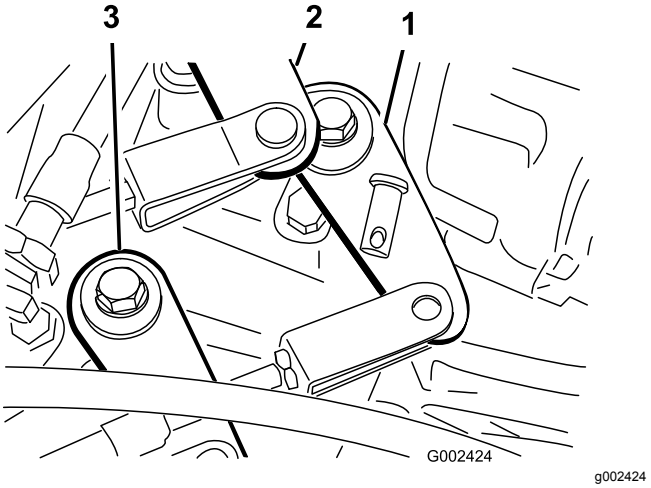

**Rysunek 53**
2. Usuń sworznie z łączników mocujących cięgna zmiany biegów do ramion zmiany biegów skrzyni biegów (Rysunek 53).
1. Usuń sworzeń z łącznika mocującego cięgno prędkości wysokiej-niskiej do ramienia skrzyni biegów (Rysunek 53).